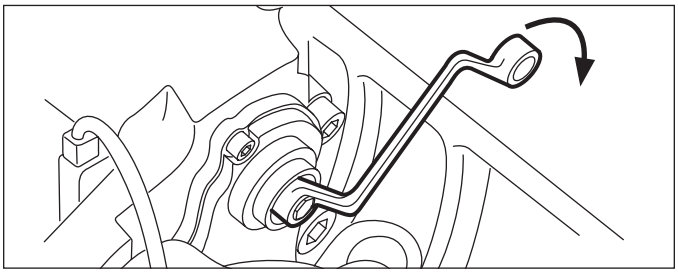

Figure 21 – Applying Moderate Applications of the Brakes: The Wrench Moves Clockwise as the Running Clearance is Diminished
4.2.3 Where the adjuster mechanism is able to be backed-off normally, position a box-end wrench on the shear adapter so that it can turn clockwise freely without coming into contact with parts of the vehicle *(See Figure 21).* Make five to ten moderate applications of the brakes [at about 30 psi (2 Bar)], and observe that the box-end wrench or socket should turn clockwise in small increments.